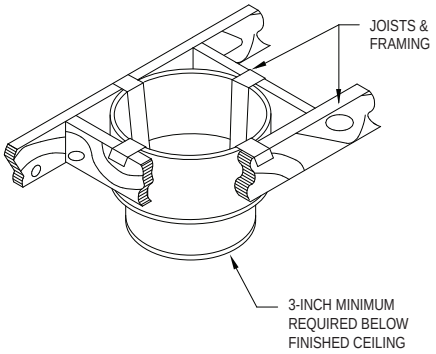

Figure 4
properly). Level the Support Box and secure it to the framing using at least three 8-penny nails per side (min. of 12 total). Wrap the straps of the Support Box around the framing members *(Fig 4)*, and secure with (2) 8-penny nails per side (eight nails total). Alternatively, you may use 1-1/2" #8 wood screws (min. of 12 total for the Support Box, and 8 total for the straps), instead of nails. Next, secure the round or square Trim Collar to the ceiling/framing members using (4) 1" long, round-head wood screws.